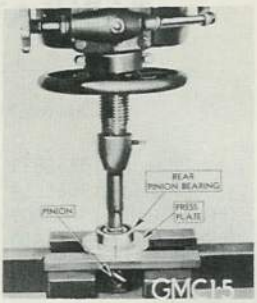

Fig. 13 Removing Pinion Inner Bearing (Single Row Type)
1. Clamp universal joint yoke (3) in vise.
2. Remove cotter pin, nut (1) and washer from end of pinion shaft.
3. Remove yoke, oil seal and bearing retainer (4), packing (5), and seal (6) from shaft.
4. Remove lock ring (25) from inner end of pinion shaft.
5. Place pinion in an arbor press, using special press plate J-1453A, and press pinion shaft (8) out of inner bearing (9), as shown in Fig. 13. Be sure plate is installed with recessed side towards pinion so that the pressure is applied to inner race.